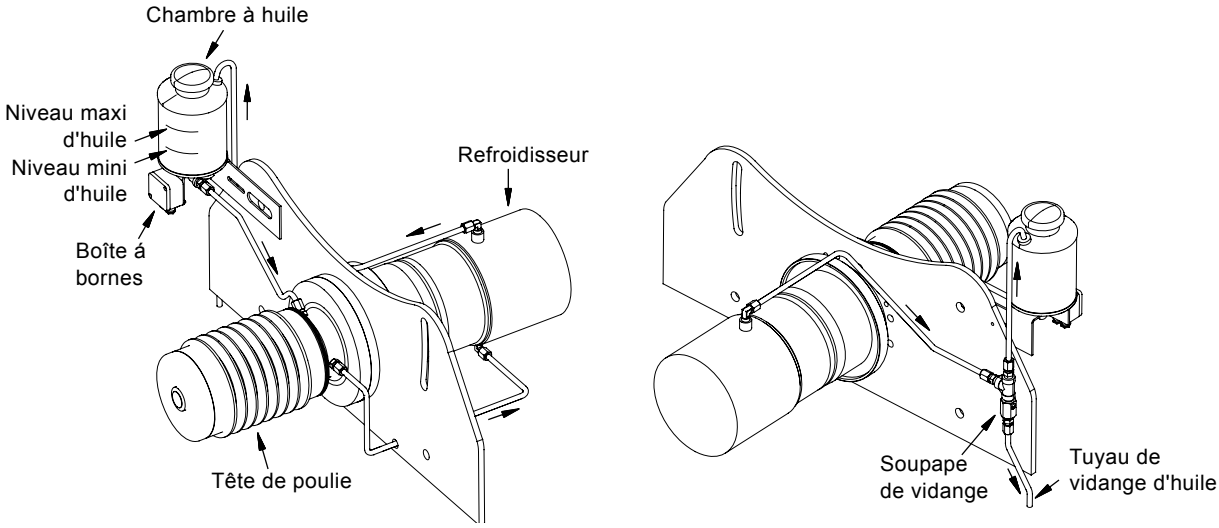

Fig. 19 Système de lubrification à l'huile
Au cours du fonctionnement, il doit y avoir un débit d'huile continu dans la chambre à huile. Contrôler ce débit en regardant dans la chambre, voir fig. 19.
2. Ouvrir la soupape de vidange, voir fig. 19. L'huile s'écoule alors du tuyau de vidange d'huile.
1. Contrôler que la soupape de vidange est fermée, voir fig. 19.